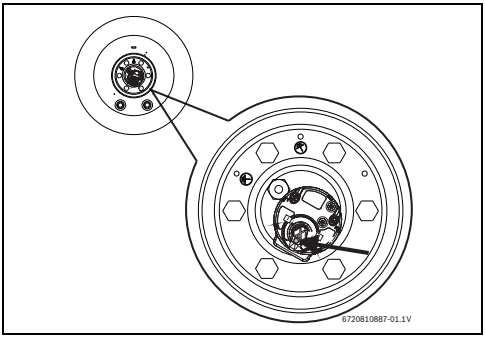

Рис. 17 Кнопка разблокировки
- Полностью нажмите кнопку разблокировки (рис. 17).